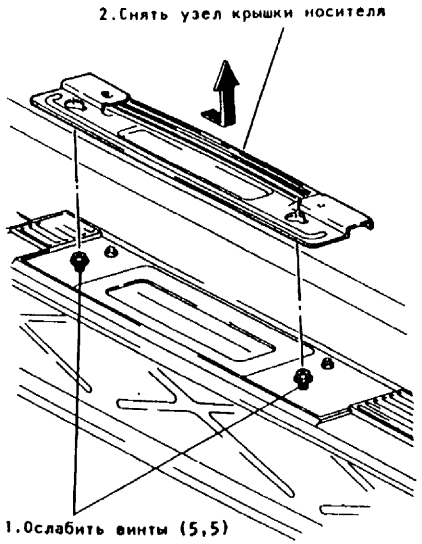

Рис.4. Снятие узла крышки носителя
1. (Рис.4): Снять узел крышки носителя.